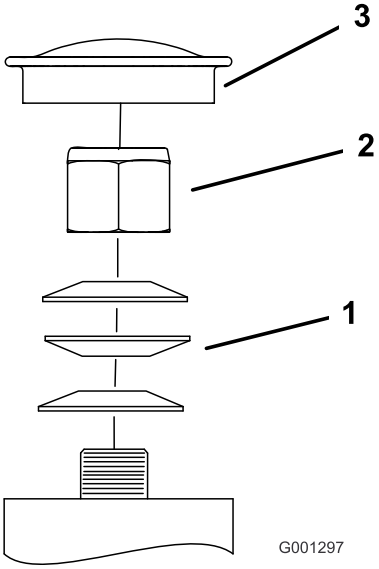

Rysunek 59
3. Zdejmij pokrywkę przeciwpyłową z koła samonastawnego i dokręć przeciwnakrętkę (Rysunek 59).
4. Dokręcaj przeciwnakrętkę do momentu, aż podkładki sprężyste będą płaskie, a następnie odkręć o 1/4 obrotu, aby poprawnie ustawić wstępne obciążenie łożysk (Rysunek 59).
Ważne: Upewnij się, że podkładki sprężyste są poprawnie założone, jak zostało to pokazane na Rysunek 59.
5. Dokręcić pokrywkę przeciwpyłową (Rysunek 59).